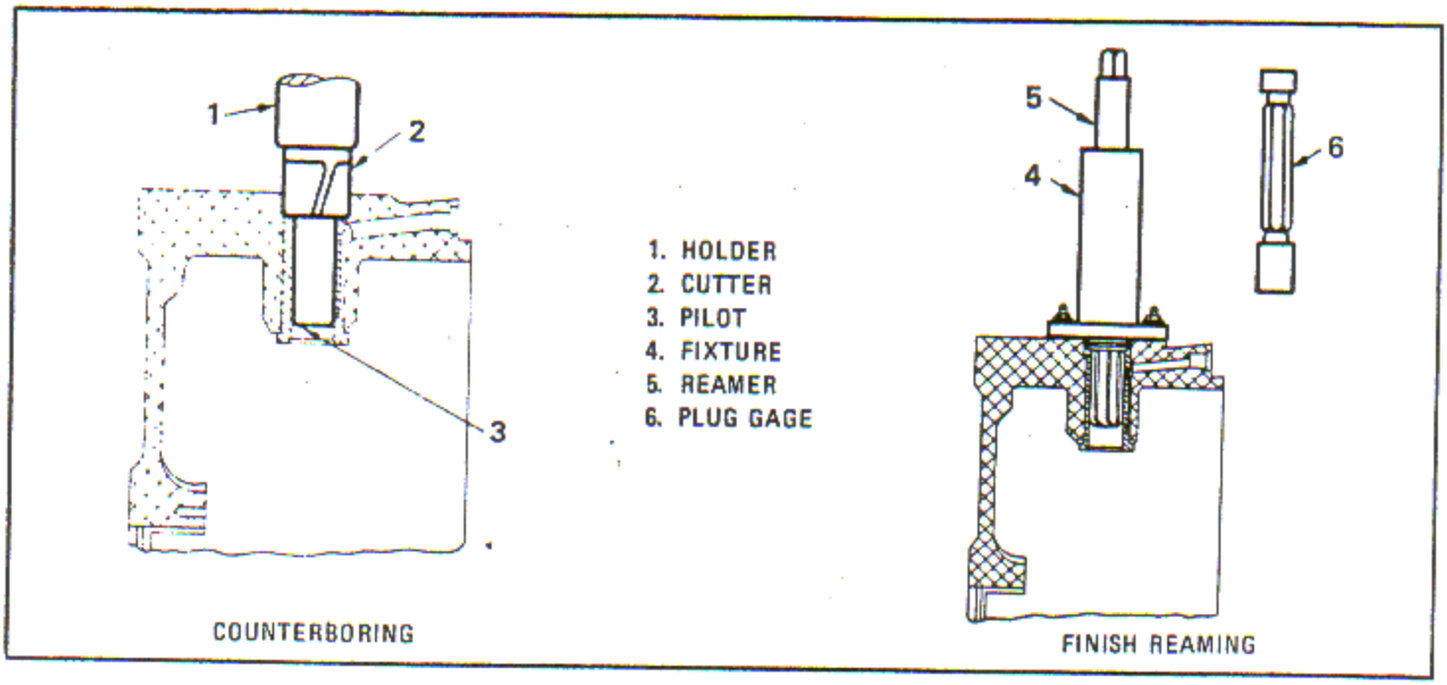

Figure 6-49. Counterboring and Finish Reaming Bushing
c. Counterbore the bushing to be flush with the counterbore in the crankcase front section. Use holder (1, figure 6-49), cutter (2) and pilot (3) as shown.
a. Clamp fixture (4, figure 6-49) on crankcase front section using engine nuts and washers on the studs.
b. Ream bushing with reamer (5). Check the reamed hole with gage (6).